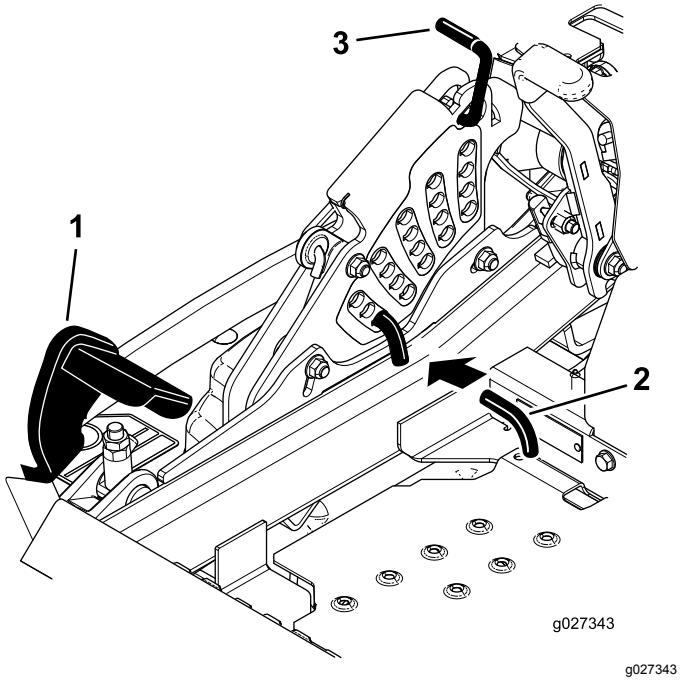

Figur 93
5. Skjut däcklyftpedalen hela vägen framåt så att däcket låses i transportläget på 14 cm (Figur 93).